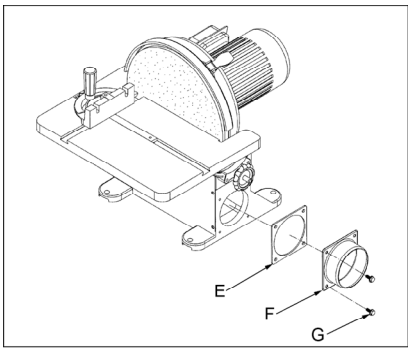

Fig 3
Monter le joint (E, Fig 3) et la buse d'aspiration (F) avec 4 vis hexagonales M6x 16 (G).